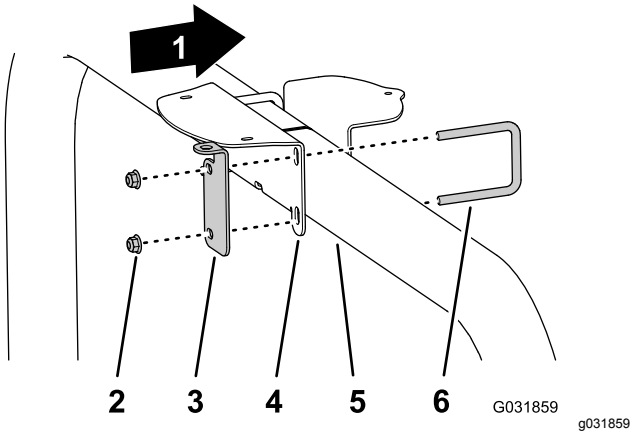

Figur 150
- Hvis maskinen har GNSS samt CDMA- eller GSM RTK-korrigeringsmodemsett, monterer du mottakerfestet og RTK-antennebraketten til veltebeskyttelsesrøret (Figur 150) med de to U-boltene og fire flenslåsemutterne (3/8 tomme).